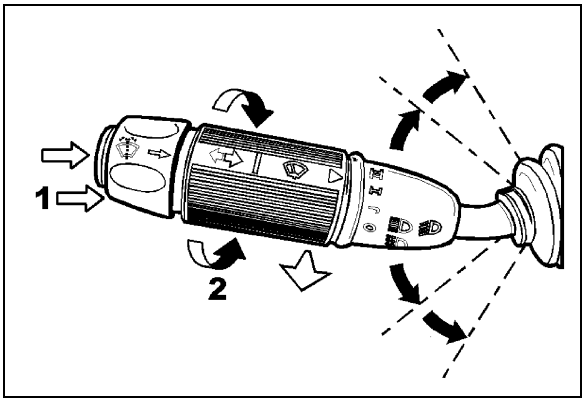

FIGURE 31: MULTIFUNCTION LEVER 23133
Turn the multifunction lever forward to activate lower windshield wipers (item 2, fig. 31). The first position operates the wipers at low speed and the second position operates the wipers at high speed. Turning the lever backwards will operate the wipers in the intermittent mode.
To activate the upper windshield washer pump, depress and hold the rocker switch on dashboard L.H. side (item 2, fig. 31). The upper wipers will come on automatically and will shut off a few seconds after releasing the rocker switch.
The lower windshield washer pump is electrically operated and is controlled by a washer control ring on the multifunction lever (item 1, fig. 31).